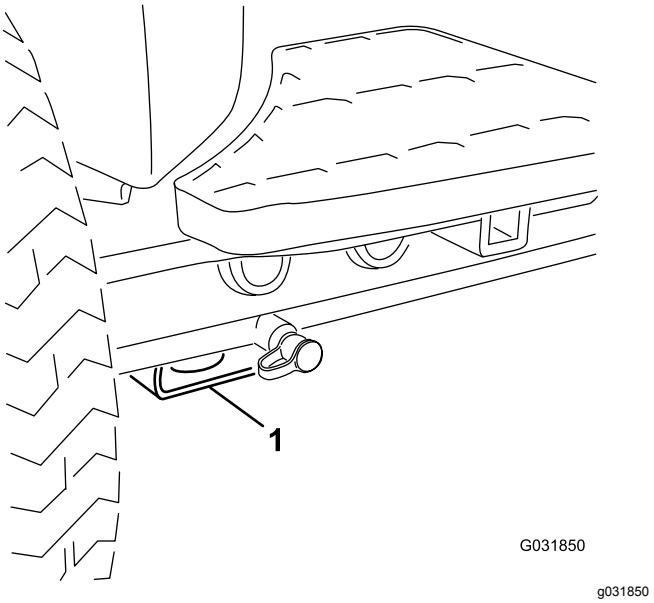

Figur 41
- Fram – fyrkantigt belägg under axelröret inuti båda framdäcken (Figur 41).